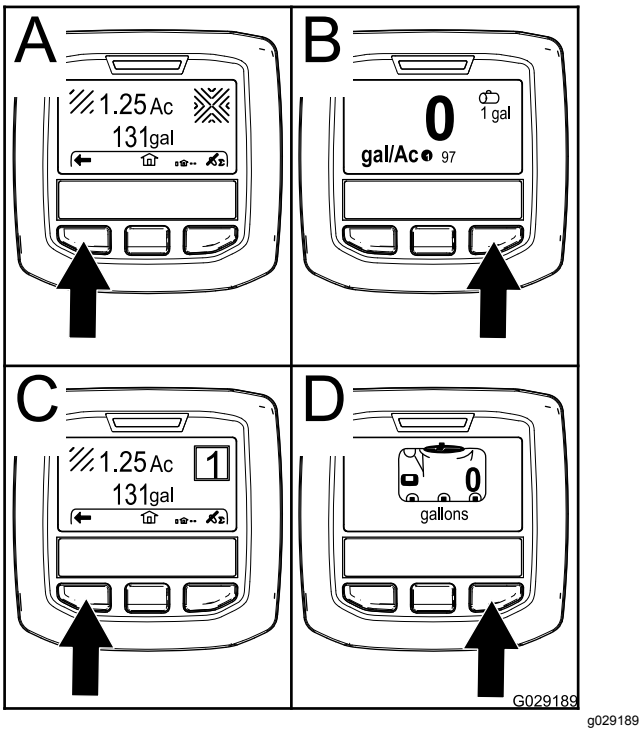

**Rysunek 19**
- Prawy przycisk wyboru: **całkowity opryskany obszar** (A na Rysunek 19)
- Prawy przycisk wyboru: **szybkość dawkowania** (B na Rysunek 19)
- Lewy przycisk wyboru: **opryskany podobszar** (C na Rysunek 19)
- Lewy przycisk wyboru: **poziom cieczy w zbiorniku** (D na Rysunek 19)